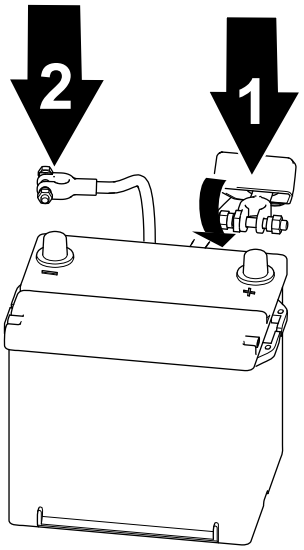

Bild 59
1. Schließen Sie das Pluskabel des Akkus an und ziehen Sie die Mutter der Akkuklemme an (Bild 59).
2. Schließen Sie das Minuskabel des Akkus an und ziehen Sie die Mutter der Akkuklemme an (Bild 59).